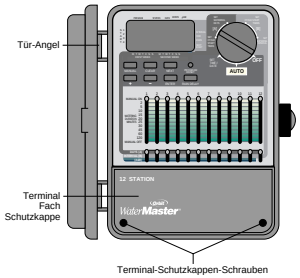

ABB. 21: Außen installierter Controller mit abgebildeter Anschlußstellenabdeckung
- Nehmen Sie den Deckel des Anschlußfaches ab, indem Sie die beiden Schrauben losschrauben und den Kunststoffdeckel gerade abziehen **[siehe Abb. 21]**.